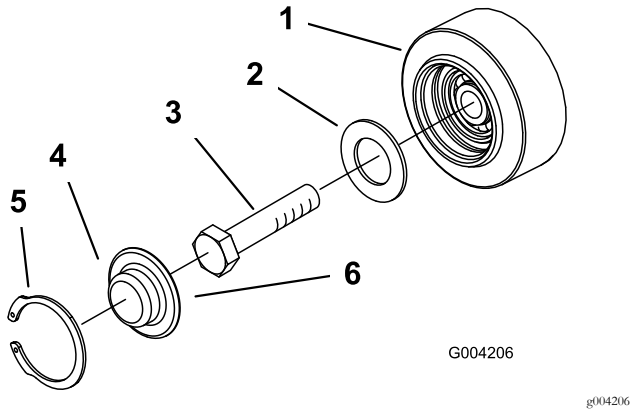

Figuur 52
3. Verwijder de snapring en dop van een wegwiel (Figuur 52).
4. Controleer het smeervet onder de dop en rond de pakking (Figuur 52). Als er geen vet is of als het vet vuil of zanderig is, verwijder dan al het vet, vervang de pakking en breng nieuw smeervet aan.
6. Plaats de ingevette wegwieldop op de kop van de bout (Figuur 52).
7. Zet de wegwieldop vast met de snapring (Figuur 52).